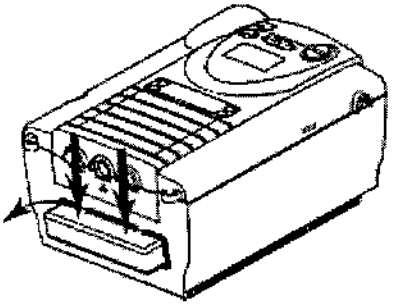

Figura 3.8.1 - Extracción del filtro
2. Tal como se muestra en la figura 3.8.1, quite la tapa del filtro presionando suavemente sobre la parte superior y tirando de la tapa hacia fuera, para sacarla del sistema Harmony